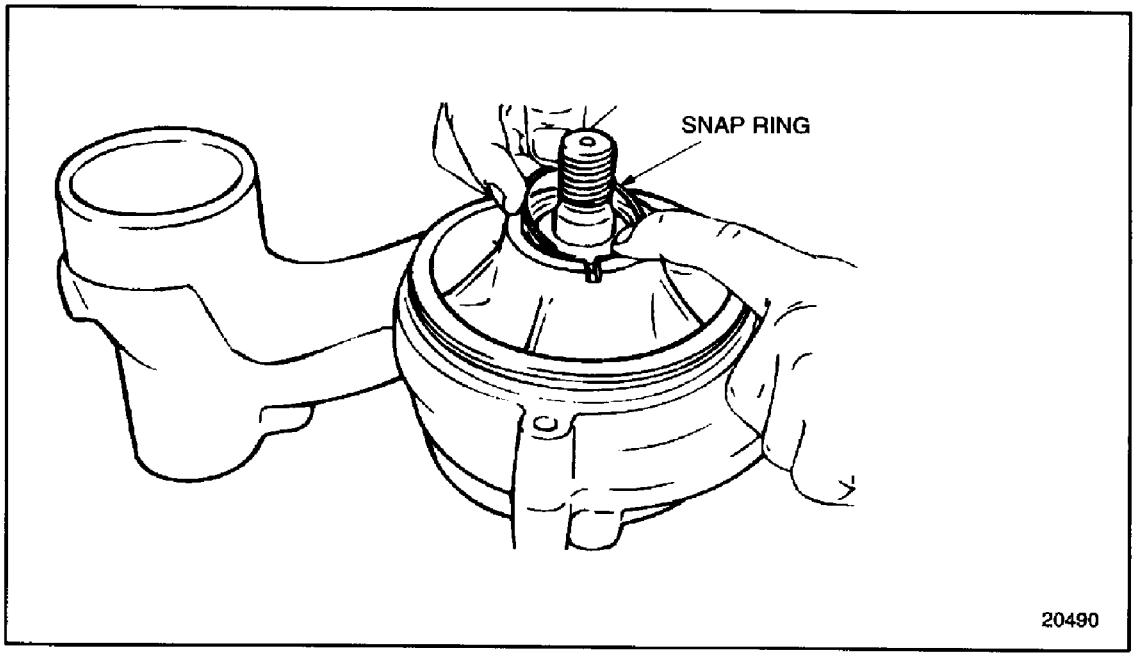

Figure 4-40 Snap Ring Removal (FM)
5. Remove the snap ring from the water pump housing. See Figure 4-40.